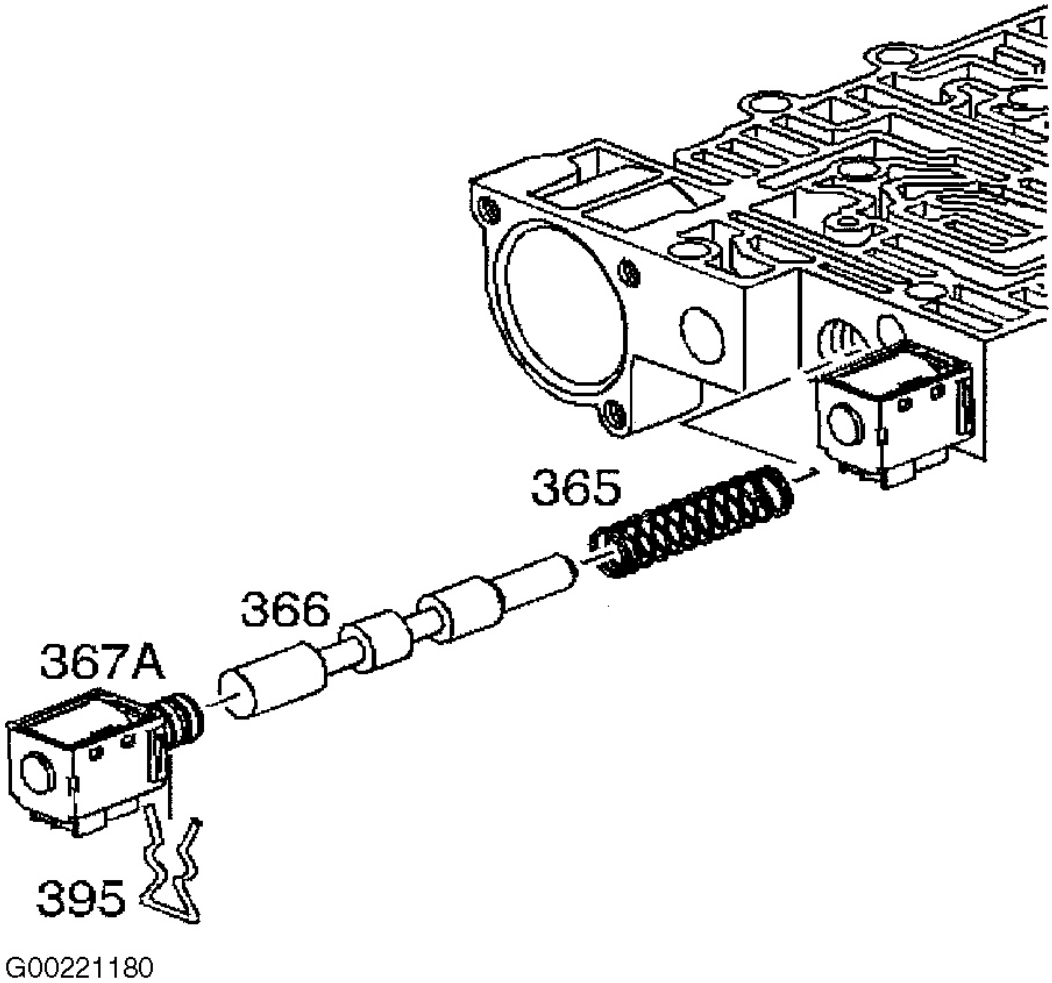

Fig. 64: Removing/Installing 1-2 Shift Solenoid Assembly
3. Remove the solenoid retainer (395) and the 1-2 shift solenoid (367A). Remove the 1-2 shift valve (366) and the 1-2 shift valve spring (365). See **Fig. 64** .